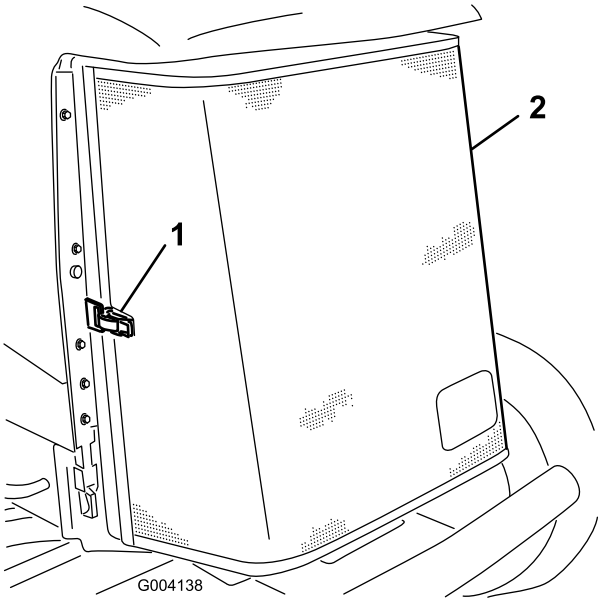

Figur 62
3. Lås klemmen op, og drej kølergitteret for at åbne det (Figur 62).